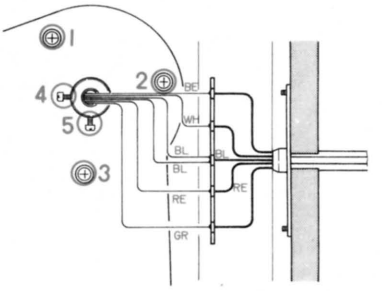

Fig. 1
Color discrimination in this case is as shown in Figure 1.
d. Tonearm is taken off by removing screws 1 ~ 3 in Figure 1, but previously loosen set screws 4, 5 for the auto-return lever.